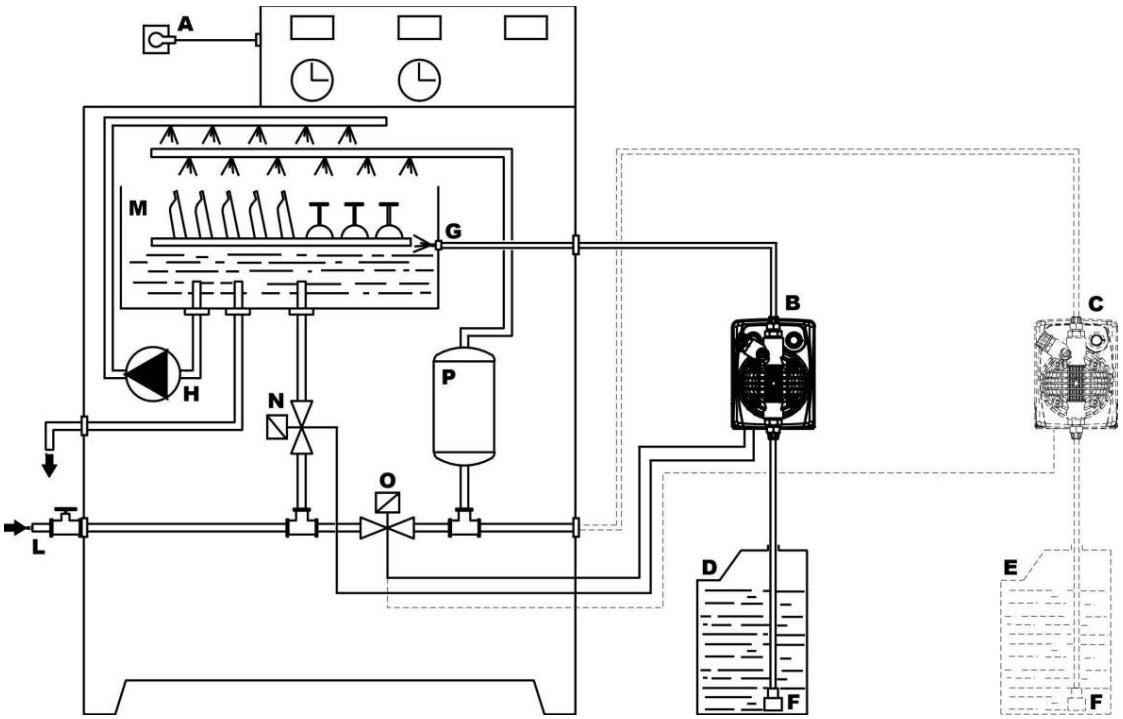

Рис. 12
5.3. ТИПОВАЯ СХЕМА УСТАНОВКИ дозирующего насоса с моющим реагентом в посудомоечную машину с двумя соленоидными клапанами (рис. 12)